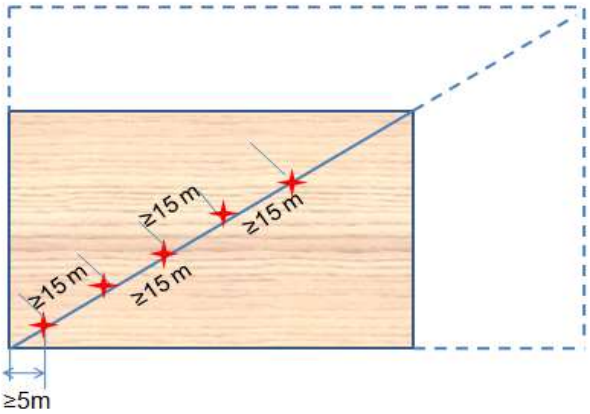

图1 单对角线取样法
6.1.2 样方选点宜采用单对角线取样法。即：在田块的某一条对角线上，距离地头≥5 m处起，均匀选取n点作为样方区域的中心点，用GPS定位并记录，各中心点之间直线距离应≥15 m。见图1。